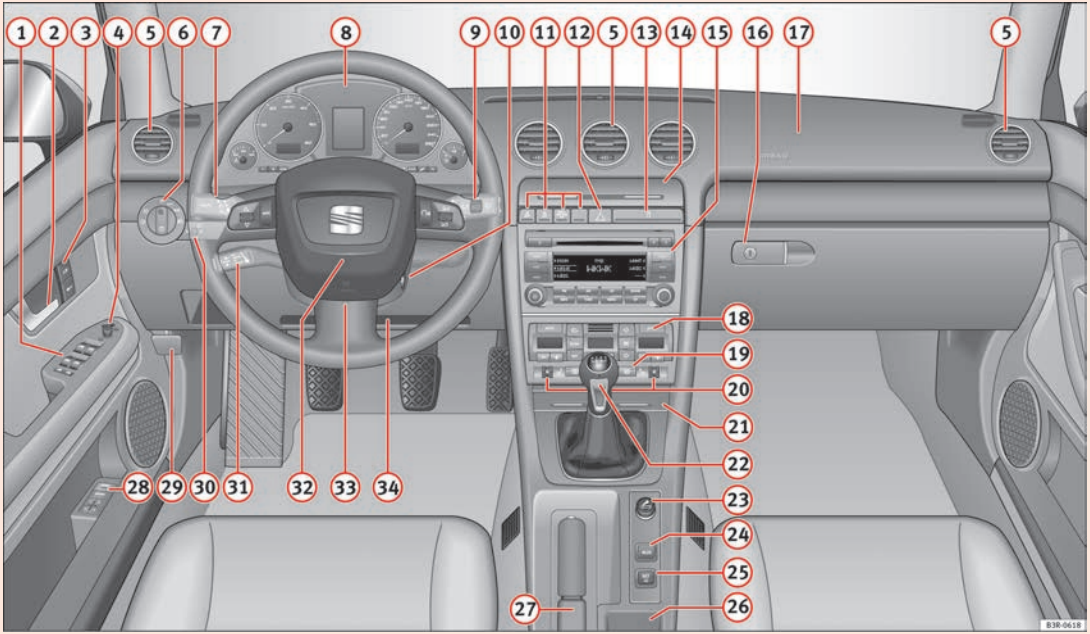

Fig. 36 Some of the equipment listed in this section is only fitted on certain models or are optional extras.
- The arrangement of switches and controls on right-hand drive models* may be slightly different from the layout shown in ⇒ Fig. 36. However, the symbols used to identify the controls are the same.